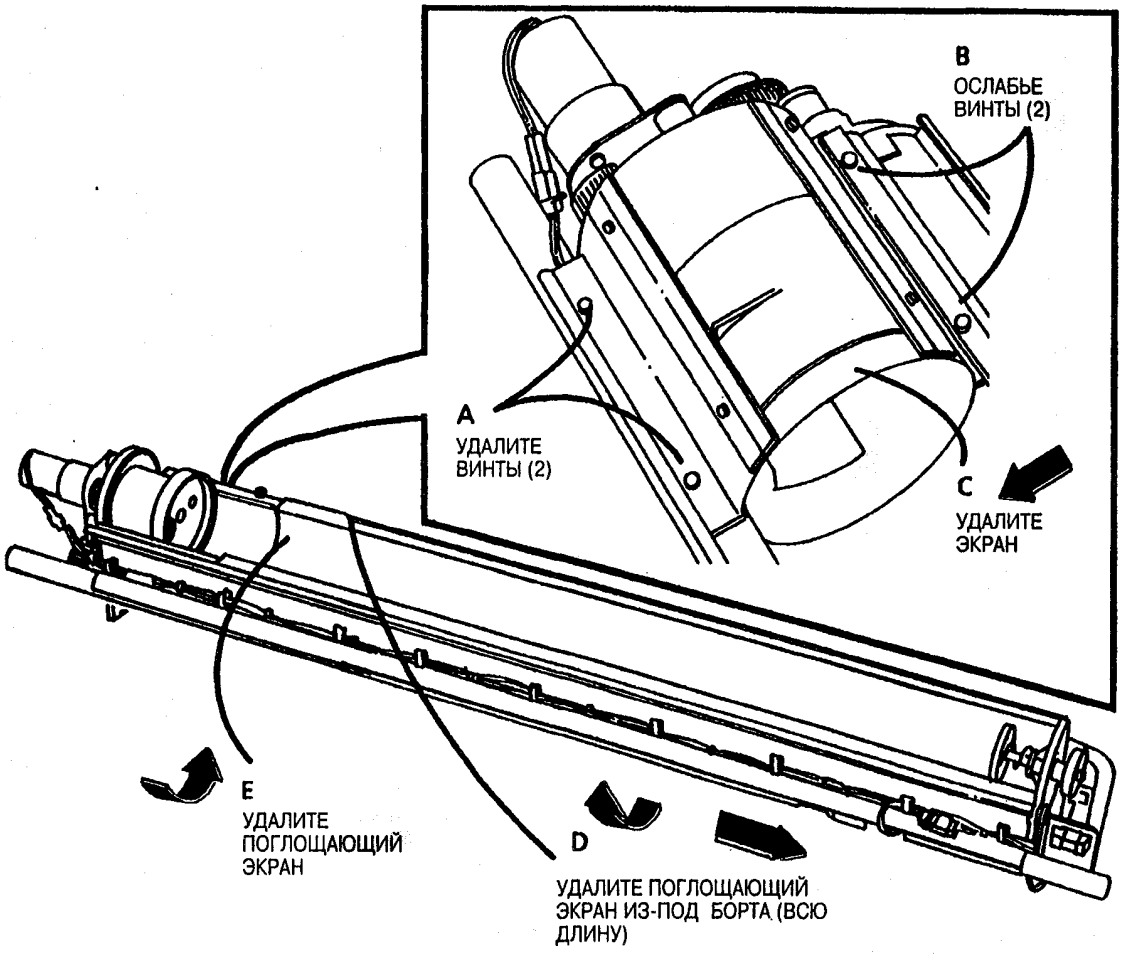

Рис. 1. Удалите поглощающий экран с модуля проявителя
4. (Рис. 1): Удалите поглощающий экран с модуля проявителя.